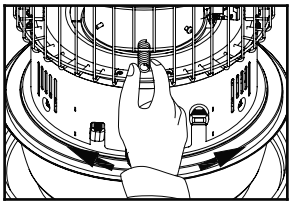

Fig. 11
- Gire la perilla del quemador de un lado a otro varias veces para cerciorarse de que el quemador esté ubicado correctamente sobre el ajuste de la mecha. (Fig. 11)